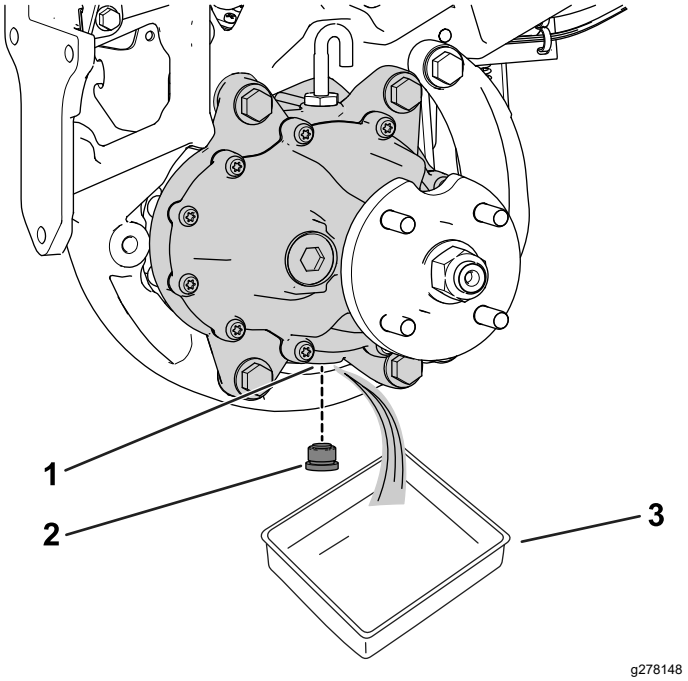

Figur 58
3. Anbring en drænbakke under hjulmotoren (Figur 58).
4. Fjern aftapningsproppen fra drænåbningen (Figur 58).
6. Monter aftapningsproppen i drænåbningen (Figur 58).